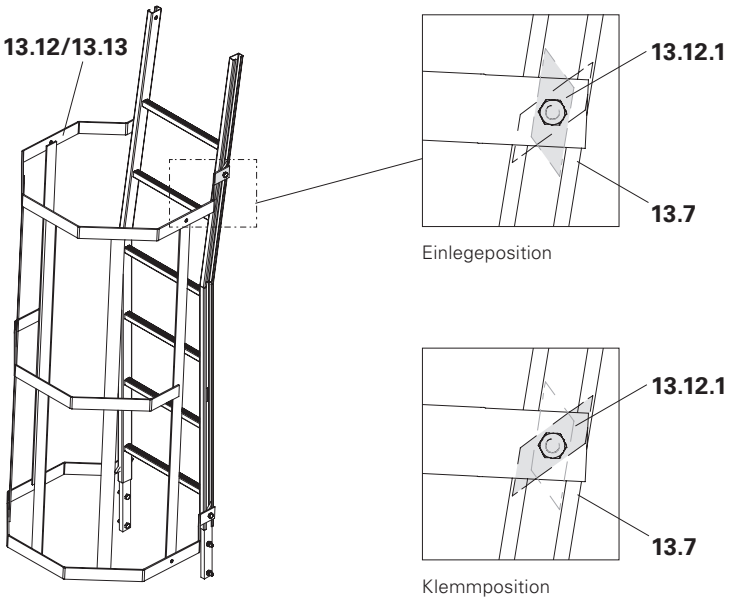

Abb. B4.06
2. 4x Schraube M12 x 25 der Klemmplatte (**13.12.1**) leicht lösen, Klemmplatte in den Leiterholm (**13.7**) einlegen, verdrehen und Schraube festziehen. (Abb. B4.06)